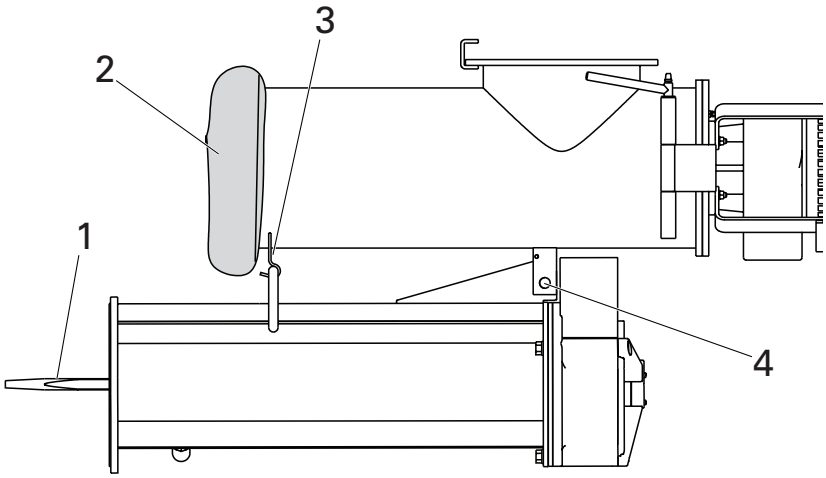

Figure 9: D50 V – Extended mixing pipe secured for transport
- Attach extended mixing pipe under infeed pipe (Figure 9, 3) and secure with pins and spring clips (Figure 9, 4).